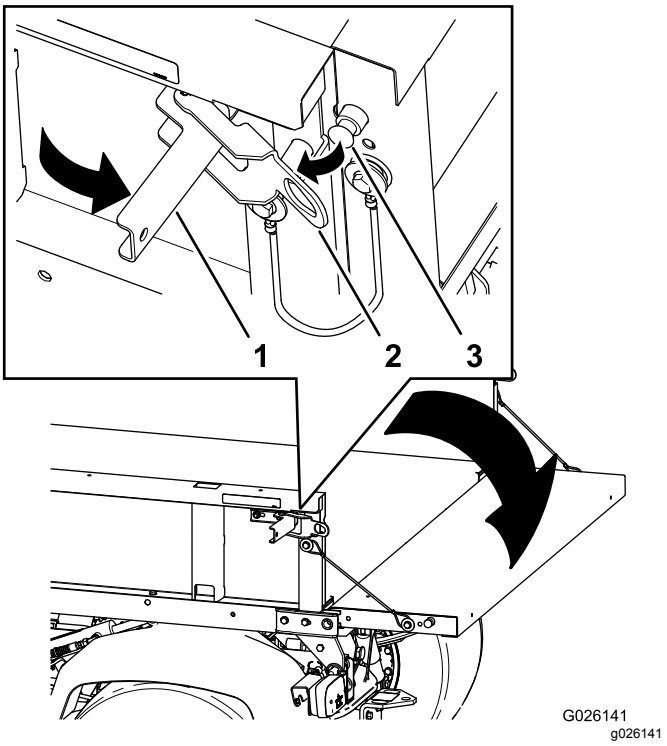

Figur 14
2. Åbn låsene på ladets højre og venstre side, og sænk bagklappen (Figur 14).